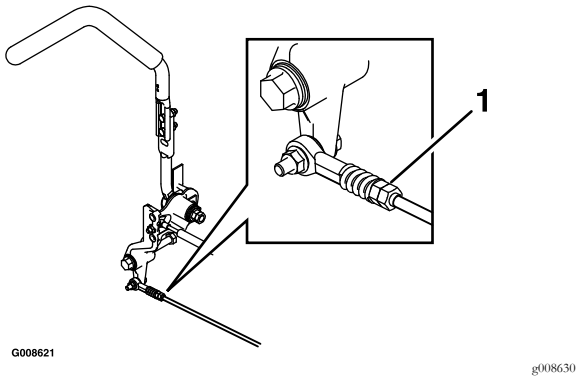

Figure 47
7. Bring the motion control levers into the neutral position. Adjust pump control rod lengths by rotating the double nuts on the rod in the appropriate direction until the wheels slightly creep in reverse (Figure 47). Move the motion control levers to the reverse position and while applying slight pressure to the lever allow the reverse indicator springs to bring the levers back to neutral. The wheels must stop turning or slightly creep in reverse.